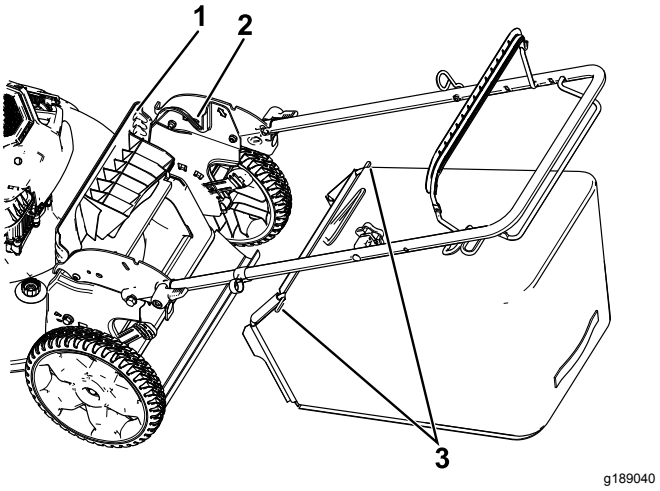

Рисунок 17
1. Поднимите и удерживайте задний дефлектор (Рисунок 17).
2. Установите травосборник и убедитесь, что его стержни вошли в пазы на рукоятке (Рисунок 17).